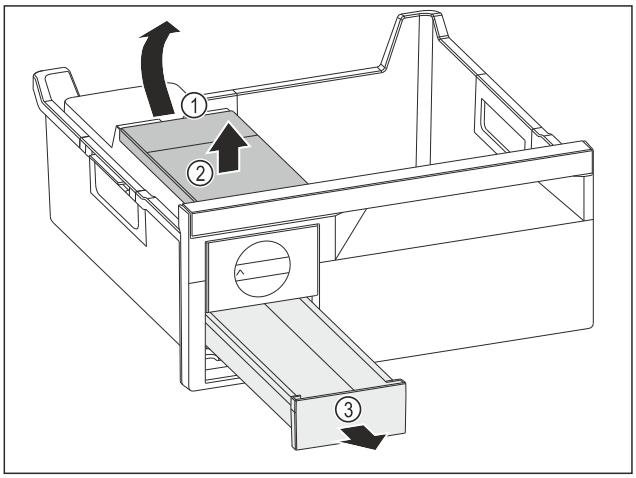

Fig. 144
▶ Removing the water tank: Lift the water tank by the recess *Fig. 144 (1)*.
▶ Remove the water tank *Fig. 144 (2)* upwards.
▶ Remove the ice cube drawer *Fig. 144 (3)* to the front.